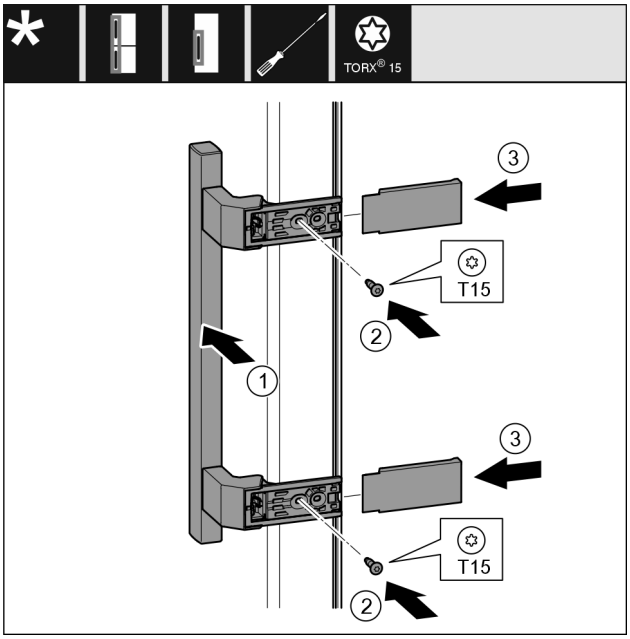

Fig. 11
- ▶ Indsæt grebet på den modsatte side. *Fig. 11 (1)*
- ▶ Skru skruerne fast med en T15-skruetrækker. *Fig. 11 (2)*
- ▶ Sæt sideafdækningerne på i siden, og skub dem på plads. *Fig. 11 (3)*